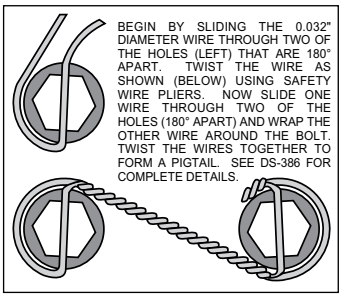

Figure 5. Safety Wire Diagram
•Once the caliper positions have been determined, remove both the service (17) and EPB (23) calipers, leaving both brackets in place on the backing plate. For the EPB bracket, remove the bolts one at a time, apply red *Loctite*® 271 to the threads, and torque to 35 ft-lb. The service caliper bracket will be final installed after shimming is determined.
•Orient the rotor (13) and the hat (14) as shown in Figure 1 and Photo 8. Attach rotor to hat using bolts (15) and washers (16). Apply red *Loctite*® 271 to the bolt threads and torque to 155 **in-lb** using a criss-cross pattern. For an added measure of security, the bolts may be safety wired using standard 0.032 inch diameter stainless steel safety wire as shown in Figure 5. Please refer to Wilwood's data sheet DS-386 (available at www.wilwood.com/Pdf/DataSheets/ds386.pdf) for complete safety wire installation instructions.
•Slide the rotor registration adapter (12) onto the register on the axle flange with the smaller O.D. facing toward the rotor/hat (13 and 14), Photo 9.